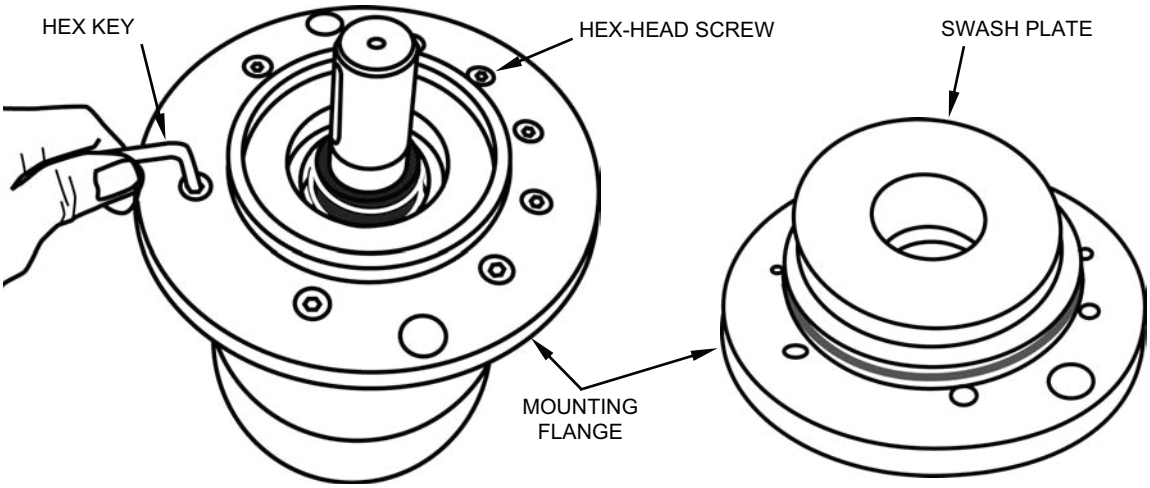

Figure 22. Removing Hex-Head Screws from Mounting Flange.
e. Remove the eight hex-head screws from the mounting flange (see Figure 22).